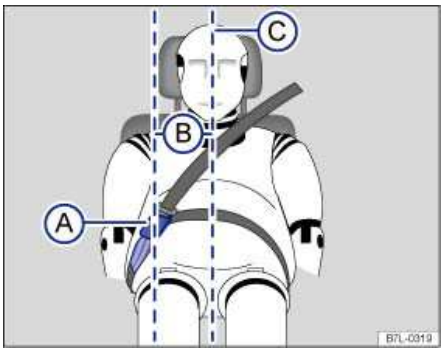

Fig. 64 Positioning of the safety belt extender.
Key to fig. 64:
- **Never use a safety belt extender if the distance (B) between the front edge of the safety belt extender buckle (A) and the centerline of the person using the safety belt extender**
⇒fig. 64 (C) is less than 6 inches (15 cm).